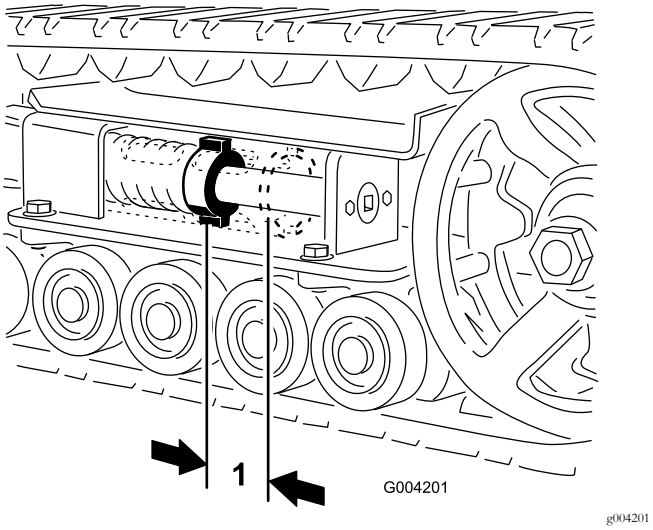
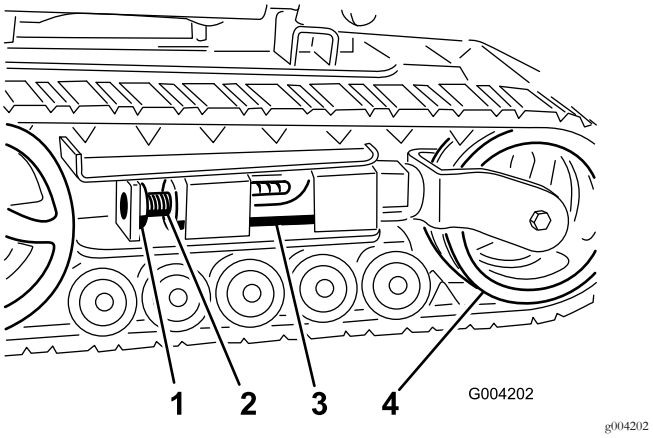
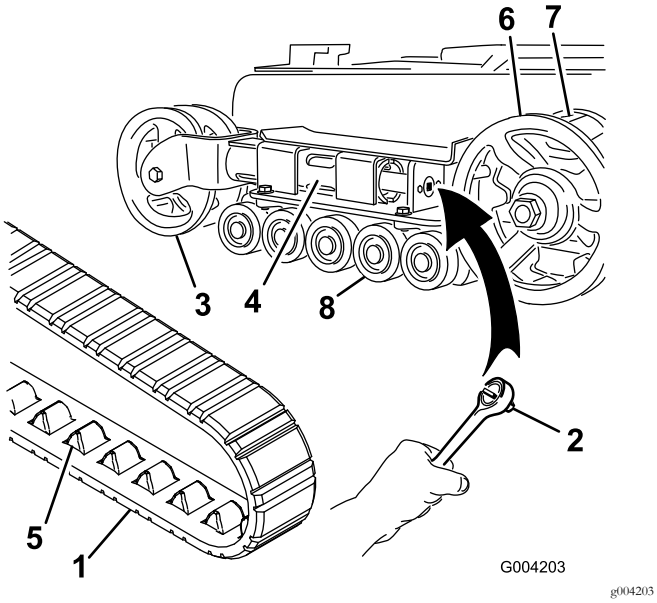
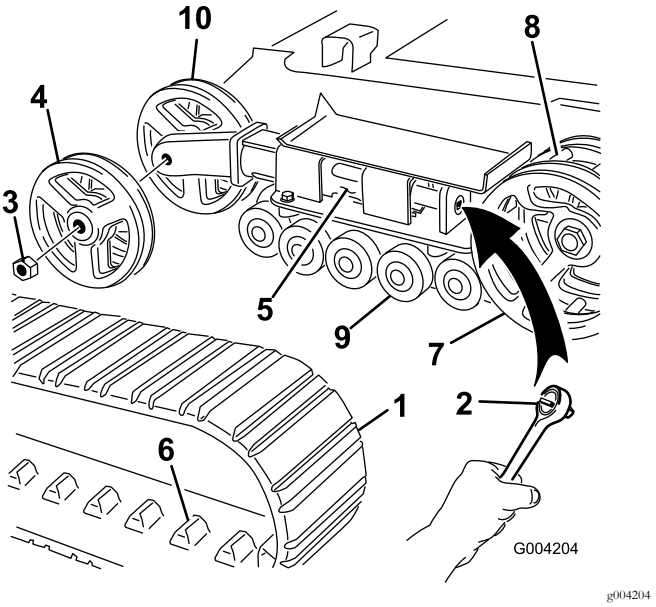

**Rysunek 47**
**Rysunek 48**
**Rysunek 49**
**Rysunek 50**
Odległość między nakrętką naprężającą a tylną stroną rury napinacza powinna wynosić 7 cm (Rysunek 47). Jeżeli tak nie jest, należy skorygować napięcie gąsienicy w następujący sposób:
3. Odkręć śrubę zabezpieczającą i nakrętkę (Rysunek 48).
4. Używając klucza nasadowego 1/2 cala (Rysunek 49) obracaj śrubę napinającą w lewo, aż odległość między nakrętką napinającą a tylną stroną rury napinacza (Rysunek 47) wyniesie 7 cm.
5. Ustaw najbliższe nacięcie na śrubie napinającej równo z otworem śruby zabezpieczającej i unieruchom śrubę za pomocą śruby zabezpieczającej i nakrętki (Rysunek 48).
4. Za pomocą klucza nasadowego 1/2 cala (1.27cm) uwolnij napięcie gąsienicy, obracając śrubę napinającą w prawo (Rysunek 48 oraz Rysunek 49).
5. Popchnij koło napinające w kierunku tyłu zespołu, aby dosunąć rurę widełkową do ramy (Rysunek 49). Jeżeli nie dotknie ona ramy, obracaj śrubę napinającą do momentu aż będzie się dało dosunąć ją do ramy.
7. Po zdjęciu gąsienicy z koła napinającego zdejmij ją z koła napędowego oraz kół jezdnych (Rysunek 49).
8. Rozpoczynając od koła napędowego, nawiń wokół niego nową gąsienicę, upewniając się, że zęby gąsienicy wpasowały się między przekładki koła napędowego (Rysunek 49).
9. Wepchnij gąsienicę pod oraz pomiędzy koła jezdne (Rysunek 49).
11. Obracaj śrubę napinającą w lewo, aż odległość między nakrętką napinającą a tylną stroną rury widełkowej (Rysunek 47) wyniesie 7 cm.
4. Za pomocą klucza nasadowego 1/2 cala (1.27cm) uwolnij napięcie gąsienicy, obracając śrubę napinającą w prawo (Rysunek 48 oraz Rysunek 50).
5. Popchnij koło napinające w kierunku tyłu zespołu, aby dosunąć rurę napinacza do ramy (Rysunek 50). Jeżeli nie dotknie ona ramy, obracaj śrubę napinającą do momentu aż będzie się ją dało dosunąć do ramy.
6. Odkręć nakrętkę mocującą zewnętrzne koło napinające i zdejmij koło (Rysunek 50).
7. Zdejmij gąsienicę (Rysunek 50).
8. Odkręć nakrętkę mocującą wewnętrzne koło napinające i zdejmij koło (Rysunek 50).
12. Załóż wewnętrzne koło napinające i zamocuj je nakrętką, która została wcześniej zdjęta (Rysunek 50).
14. Załóż nową gąsienicę, upewniając się, że zęby gąsienicy wpasowały się między przekładki w środku koła napędowego (Rysunek 50).
15. Załóż zewnętrzne koło napinające i zamocuj je nakrętką, która została wcześniej zdjęta (Rysunek 50).
17. Obracaj śrubę napinającą w lewo, aż odległość między nakrętką napinającą a tylną stroną rury napinacza (Rysunek 47) wyniesie 7 cm.